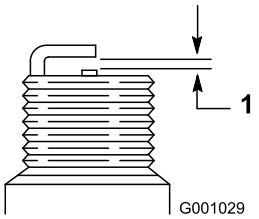

**Figur 24**
4. Indstil mellemrummet mellem elektroderne på et nyt tændrør til 0,76 mm som vist i Figur 24.